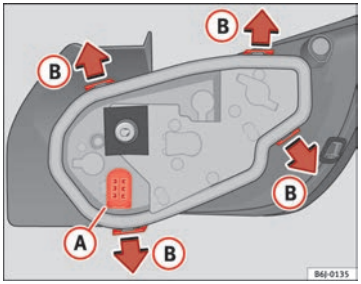

Fig. 153 Changing bulbs on tail lights
– Remove the bulb holder, separating it from the casing. To do this, press tabs (B) in the direction of the arrows ⇒ fig. 153.